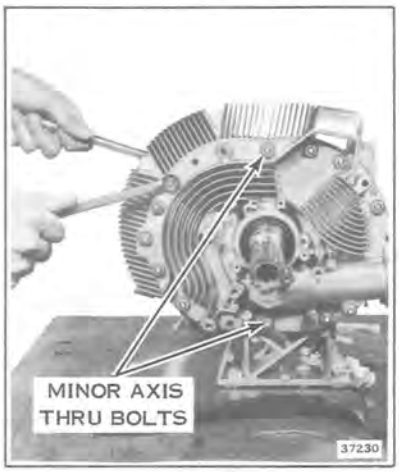

Figure 9-22
28. Loosen the eleven remaining rotor housing thru bolts. See Figure 9-22.
29. Remove all of the remaining rotor housing thru bolts except the two minor axis thru bolts. See Figure 9-22.